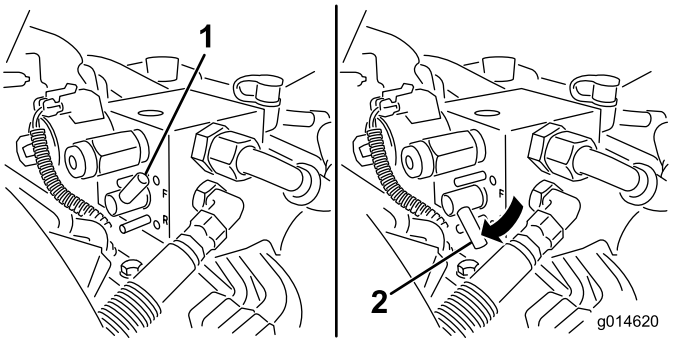

Figur 52
5. Drei slipespaken til R-stillingen (revers) (Figur 52).